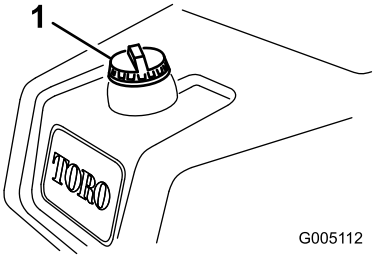

Figur 22
1. Gör rent runt tanklocket och ta bort det (Figur 22).